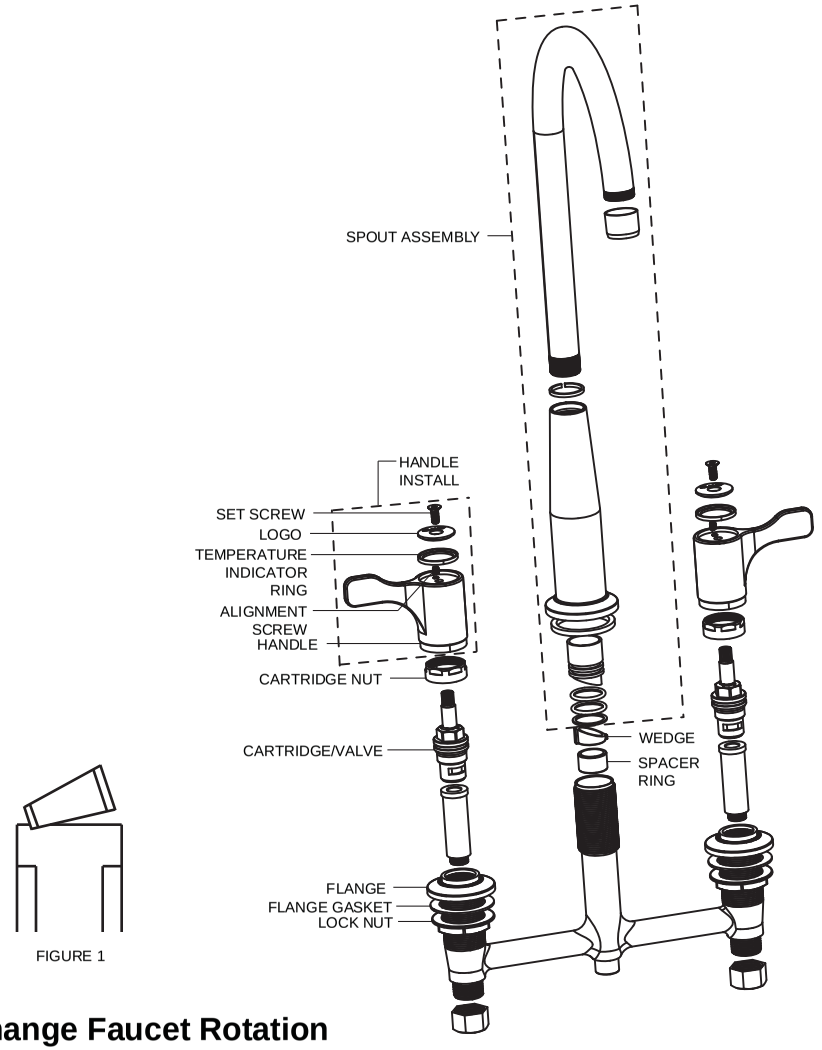

FIGURE 1
4. Install the wedge into the waterway, making sure to align the two different size "keys" (slots) inside the waterway with those on the wedge. (It would help to use long nose pliers to seat the wedge, however, placing the wedge on a finger and guiding it into the waterway also works.) Angle small side of wedge to contact key slot first. Rest wedge in place on spacer ring. See FIGURE 1.